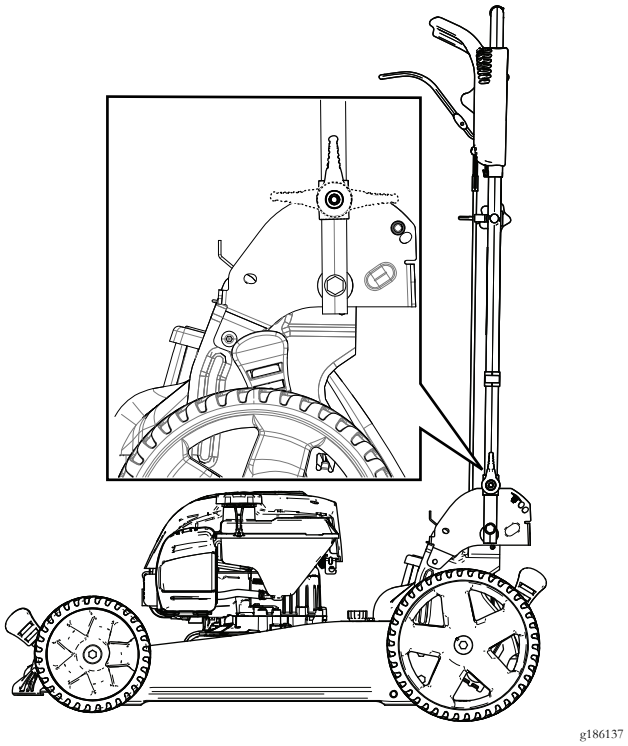

Figur 25
2. Fäll handtaget framåt, antingen till det lodrätta läget eller så långt framåt som möjligt. Se Figur 25.